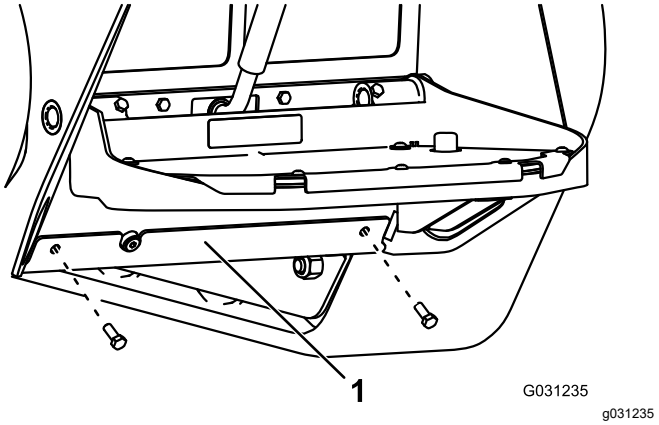

Рисунок 75
4. Выверните два болта крепления нижней планки и снимите нижнюю планку (Рисунок 75).
8. Установите нижнюю планку (Рисунок 75).